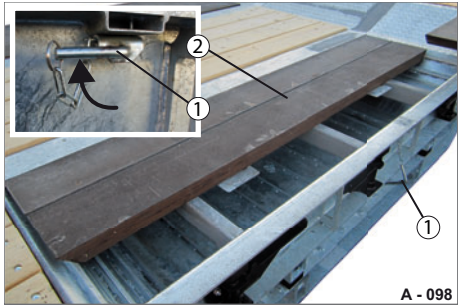

Abb. 107 Abdeckbretter entfernen
▶ Drehen und ziehen Sie den Sicherungsstift (Abb. 107/1) heraus.
▶ Entfernen Sie die Abdeckbretter (Abb. 107/2) nacheinander.